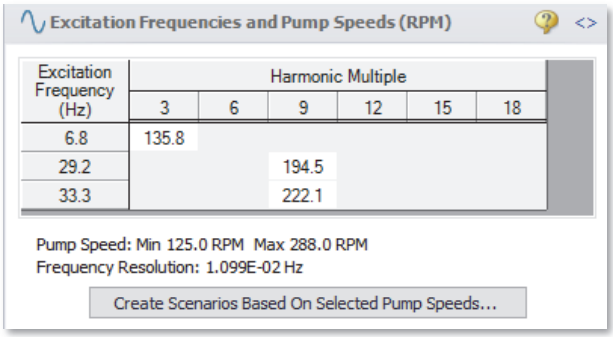

Figure 6.17 Pump RPM Evaluation Panel with Excitation Frequencies and their Harmonic Multiples Displayed in the bottom of the Quick Access Panel.
3. Select "Evaluate Excitation Frequency" to add this frequency to the Pump RPM Evaluation panel, which is labeled with "Excitation Frequencies and Pump Speeds (RPM)". Repeat steps 1 through 3 for the local maxima at the frequencies of 29.17 Hz and 6.79 Hz. The panel should now appear as shown in Figure 6.17.